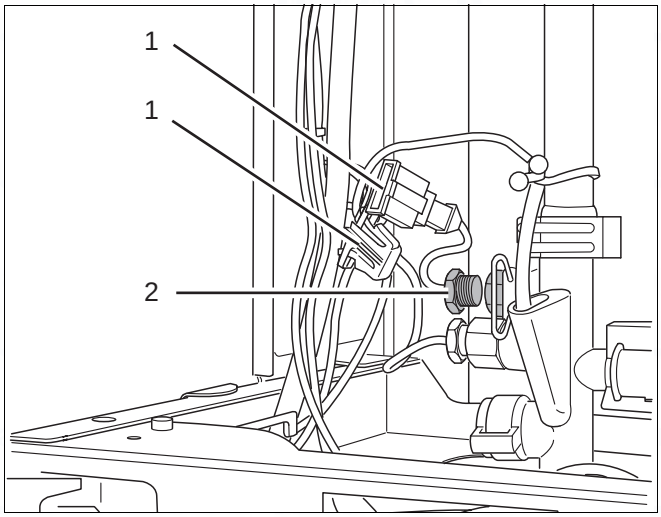

Fig. 71 600 - 11S / 19S / 24S / 24C: replacing the flow sensor
- Loosen the plug-in connection (fig. 71, item 1).
- Unscrew the sensor (fig. 71, item 2) and replace with a new unit.